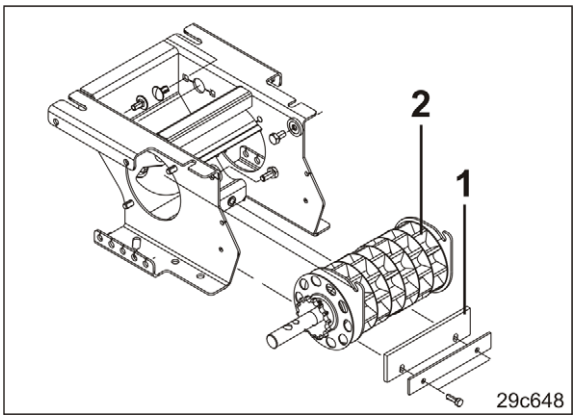

**Fig. 217**
- Une bavette de dosage (Fig. 217/1) défectueuse ou mal réglée peut aboutir à des erreurs de dosage.
Réglez la bavette de telle sorte qu'elle touche légèrement le tambour de dosage (Fig. 217/2).